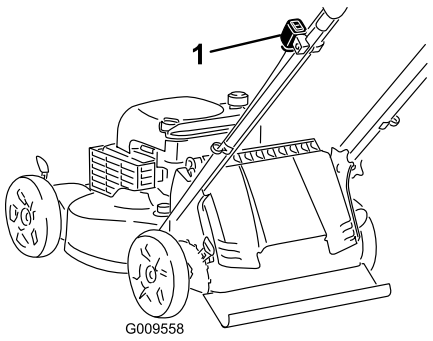

Figura 11
1. Si el interruptor de encendido de su cortacésped (Figura 11) es un interruptor basculante (con "I" y "Stop"), ponga el interruptor en la posición ("I"). Si no, vaya al paso 2.